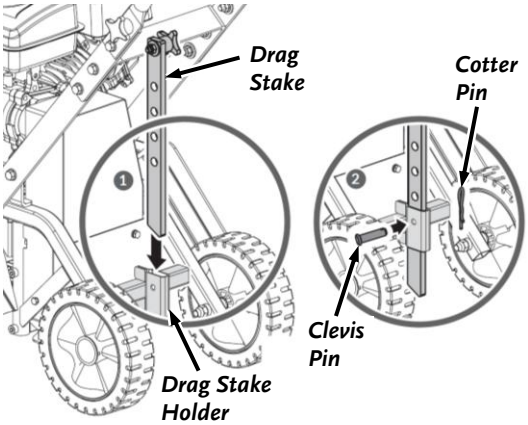

Figure 11
1. Insert the Drag Stake into the Drag Stake Holder Tube. And secure it at the lowest Depth Stake hole location with 8×32 Pin and Cotter Pin (***Figure 11***).